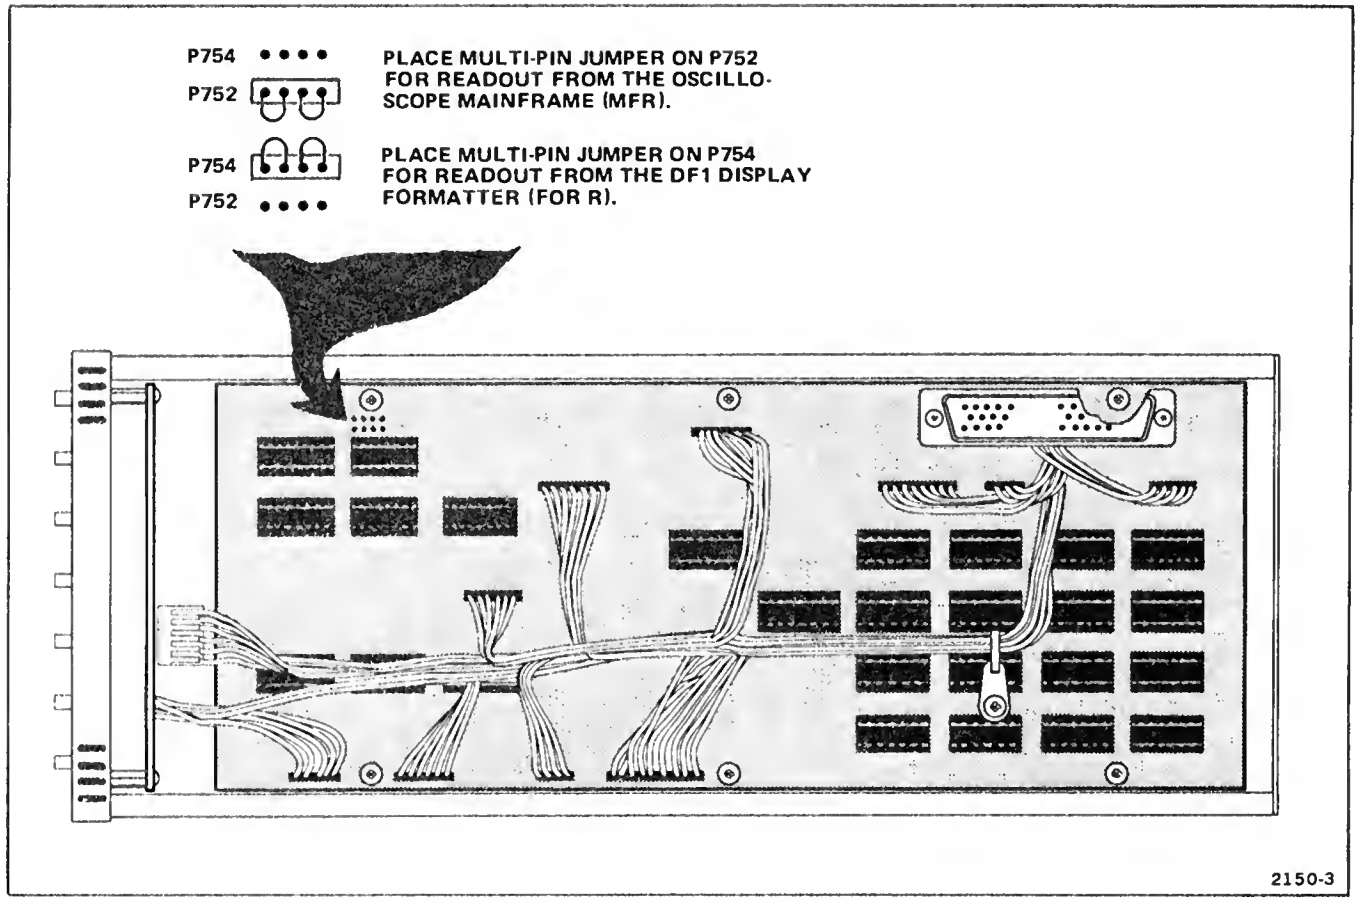

Figure 4-3. Location of readout source multi-pin jumper.
a. Connect the DF1 Readout Source multi-pin jumper (internal) to display the formatter readout (FOR R). Refer to Figure 4-3. Assure that the System Test Fixture ABA indicator light is on. Turn off the oscilloscope power momentarily. This action will load WOM RAM with random data for future display. Disregard the actual data that is displayed in the following checks. It's only purpose is to provide a method to check the mode of operation.
g. Connect the DF1 Readout Source multi-pin jumper (internal) to display mainframe readout (MFR). Refer to Figure 4-3.
a. Connect the DF1 Readout Source multi-pin jumper (internal) to display the mainframe readout (MFR). Refer to Figure 4-3.
b. Set the System Test Fixture ADDRESS switches to 0098, and DATA switch number 0 to HI (1).
d. Set the System Test Fixture ADDRESS switches to 00A8. Set DATA switches: number 3 to HI (1), number 1 to HI (1), and number 0 to LO (0).
d. Set the System Test Fixture ADDRESS switches to 00A8. Set the DATA switches: number 3 to HI (1), number 1 to HI (1), and number 0 to LO (0).